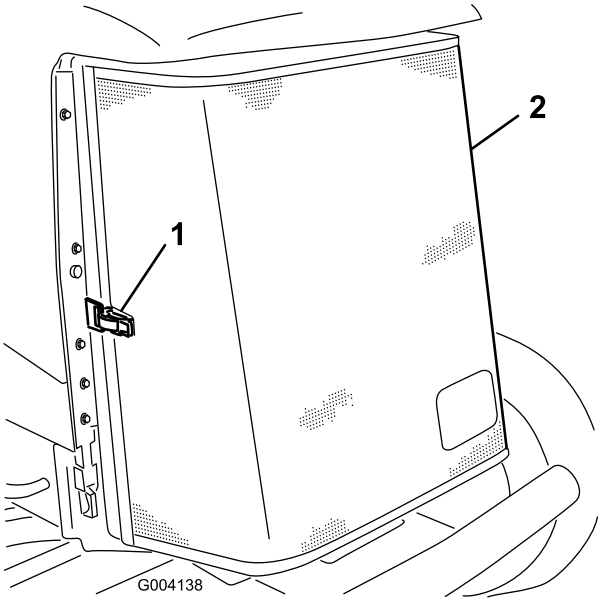

**Figura 62**
3. Desenganche y abra la rejilla trasera (Figura 62).